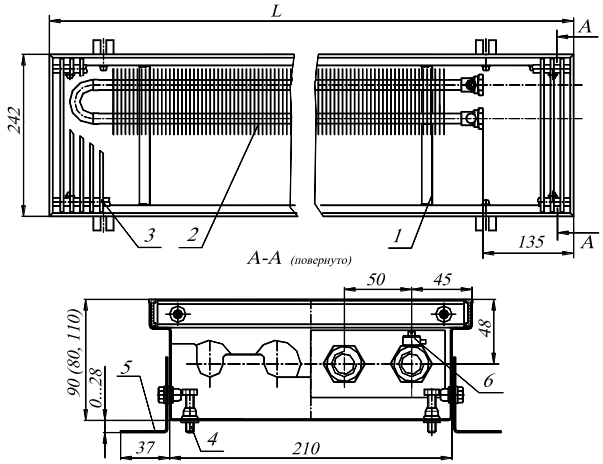

Рис. 1 Конвектор КРК 24.08(09,11).60…300 концевой
4.1. Конвектор состоит из следующих основных элементов (см. рис.1,2):
4.3. Размеры и технические характеристики изделий представлены на Рис.1, 2 и в таблице1,2 .